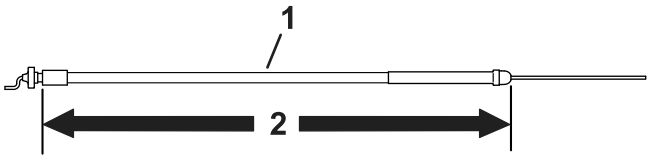

图 6
- 在型号为 04056 的牵引装置中使用 172.2cm 长的油门拉索请参阅图 6。